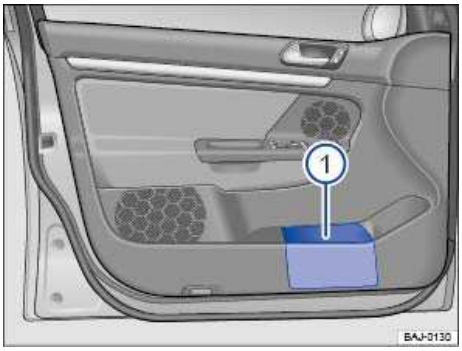

**Fig. 115** In the driver door: Storage compartment.
There is a storage compartment in each vehicle door ⇒ fig. 115 (1).